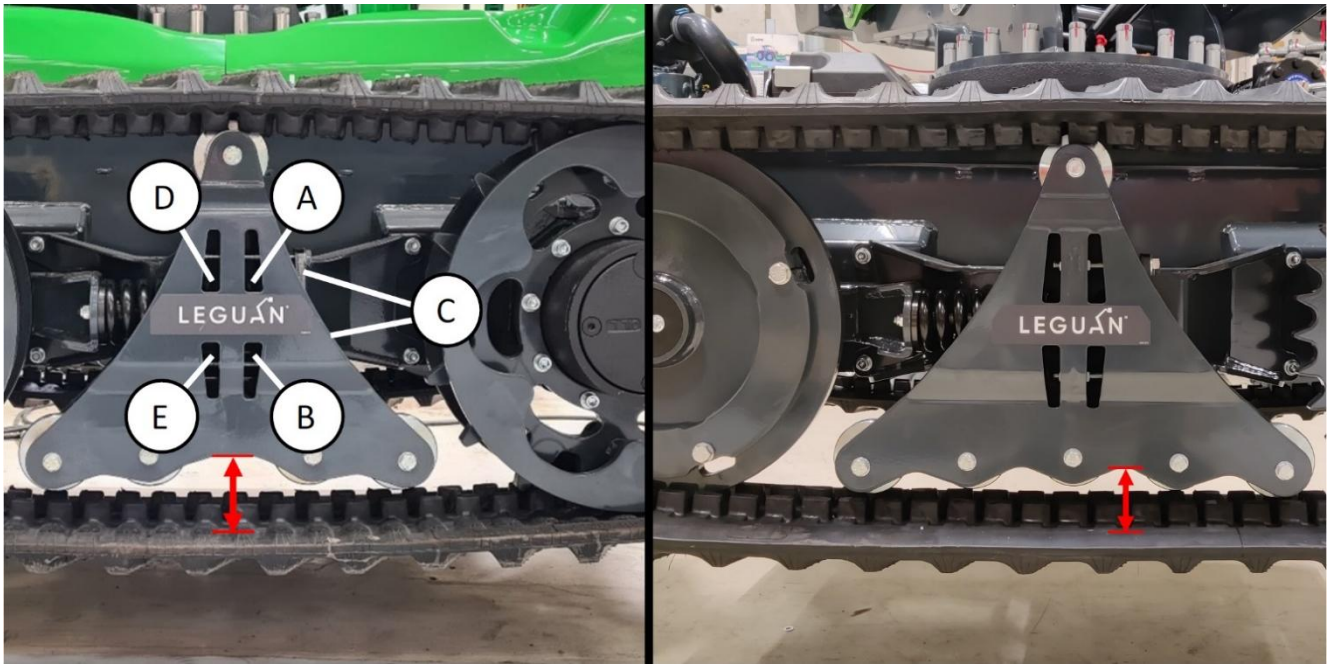

Figure 12. Réglage du serrage des chenilles
Soulevez la plateforme d'accès au-dessus du sol à l'aide des balanciers. Les chenilles doivent être au minimum à 5 cm au-dessus du sol. Reculez légèrement pour avoir le jeu en dessous. Le serrage est correct si l'écart entre les chenilles et le cadre des chenilles est le même d'un bout à l'autre (indiquée par des lignes rouges sur la figure 12). L'écart correct est de 85 à 90 mm.
Les chenilles sont serrées à l'aide d'un ressort préchargé. Pour serrer les chenilles, desserrez les écrous indiqués comme (A) et (B) dans la figure 12. Puis, serrez les écrous D et E et maintenez les boulons C (ou vice-versa). Cela permet de tirer les boulons (figure 12, (C)) et la plaque de réglage vers le centre des chenilles et de déplacer la roue de chenille avant vers l'avant. Serrez les écrous juste assez pour que les chenilles se redressent par rapport au cadre des chenilles et que l'écart soit de 85 à 90 mm. Serrez uniformément les deux écrous. Après le réglage, serrez les écrous A et B.